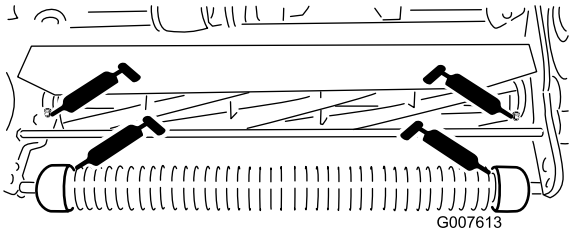

Figur 17
- to på den fremre valsen (Figur 17)
- to på spolelagrene (Figur 17)